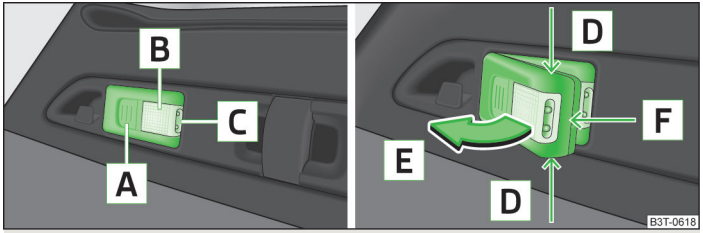

Fig. 92 **Use light / remove light**
› Lighting the luggage compartment - part B illuminated » Fig. 92 on page 91 (lamp in holder).
- If the lamp is not switched off and it is correctly inserted in the holder, the bulbs in the front part C » Fig. 92 on page 91 of the lamp are automatically switched off.
› If you press button A » Fig. 92 once, the lamp lights up with 100 % light intensity.
› Grasp the lamp in the areas of the arrows D » Fig. 92 and swivel it in the direction of the arrow E.
› Lever off the cover for the rechargeable batteries with a narrow and pointed object from the location of the lock-off clips F » Fig. 92 on page 91.